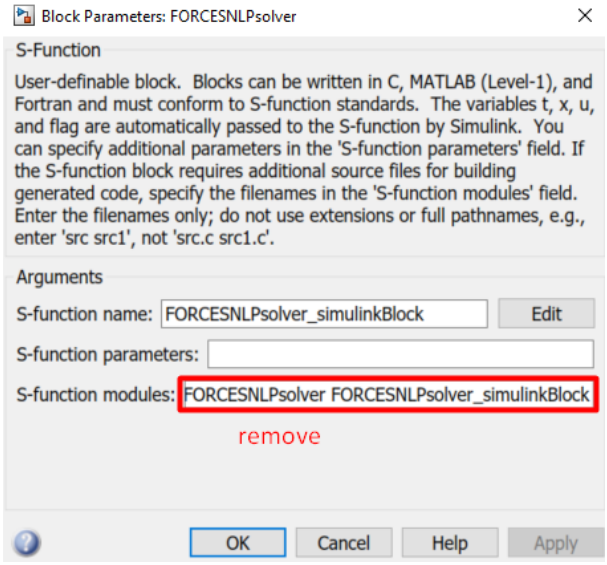

Figure 10.73: Remove the default data from the S-function module.
14. (Figure 10.73) Remove "FORCESNLPsolver" and "FORCESNLPsolver_simulinkBlock" from the S-function module.